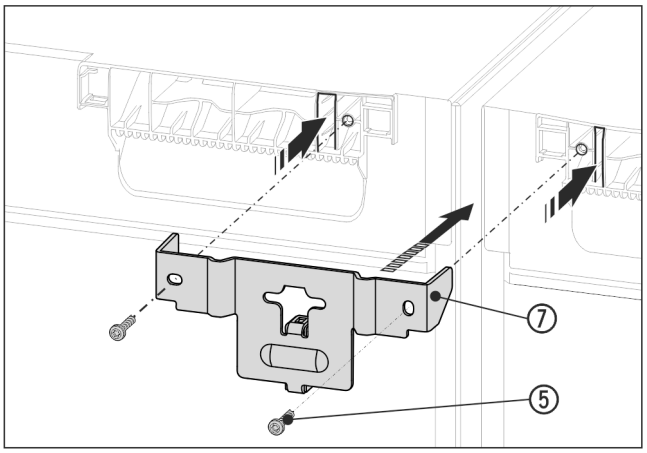

Fig. 16 Zobrazení příkladu
- ▶ Úhelník *Fig. 16 (7)* zasuňte rozpěrným kusem mezi přístroje a lištami do víka přístrojů. Pomocí 2 šroubů *Fig. 16 (5)* pevně přišroubujte.